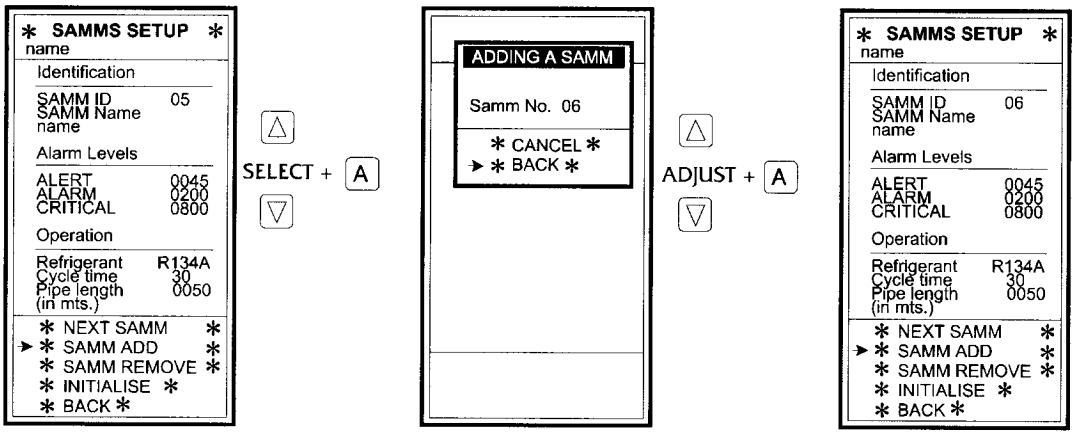

Figure 2-21. Add Additional SAMMs
a. Select SAMM ADD as illustrated in figure 2-21, followed by the ACTION key; the next available SAMM ID number will be added. Use the SCROLL UP and SCROLL DOWN keys to highlight and adjust the number to correspond with the added SAMM ID, and then select BACK. Scroll the pointer down to the other parameters to be changed or added followed by the ACTION key. Using the SCROLL UP and SCROLL DOWN keys followed by the ACTION key, input the other configuration details (refer to the applicable appendix).